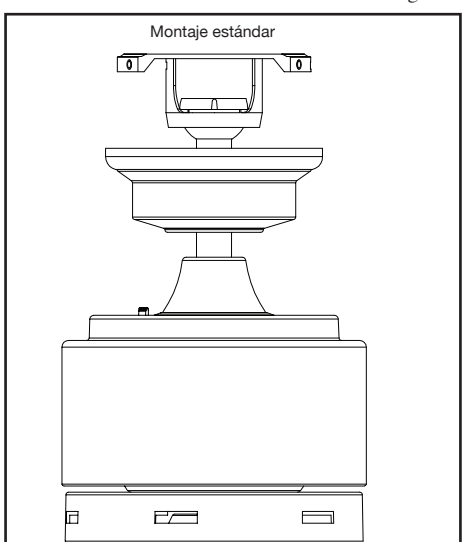

Figura 9
4. Con cuidado alza el conjunto del ventilador hasta el soporte de montaje en el techo. Asegúrate de que la pestaña en el soporte de montaje esté bien asentada dentro de la ranura de la bola de soporte. (Figura 9)